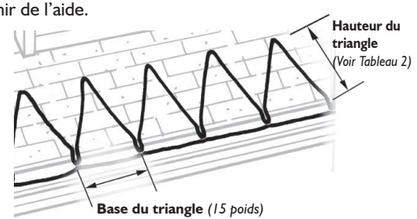

Figure 4. Parcours du triangle le long de la ligne de toiture
- **Parcours pour la ligne de toiture :** Le câble posé le long de la ligne de toiture est disposé selon un parcours triangulaire (voir figure 4). Le câble doit s'étendre au-dessus de l'avant-toit dans la section chaude du toit. Pour déterminer la hauteur des triangles, mesurez la profondeur de l'avant-toit. Les hauteurs du triangle sont mesurées par le nombre de rangées de bardeaux à partir de la bordure du toit (en fonction des pattes de bardeaux standard de 5 1/2 po). À l'aide du Tableau 2, déterminer la hauteur de chaque triangle. En utilisant cette méthode, les triangles s'étendront au moins à une rangée de bardeaux (5 1/2 po) dans la section chaude du toit.